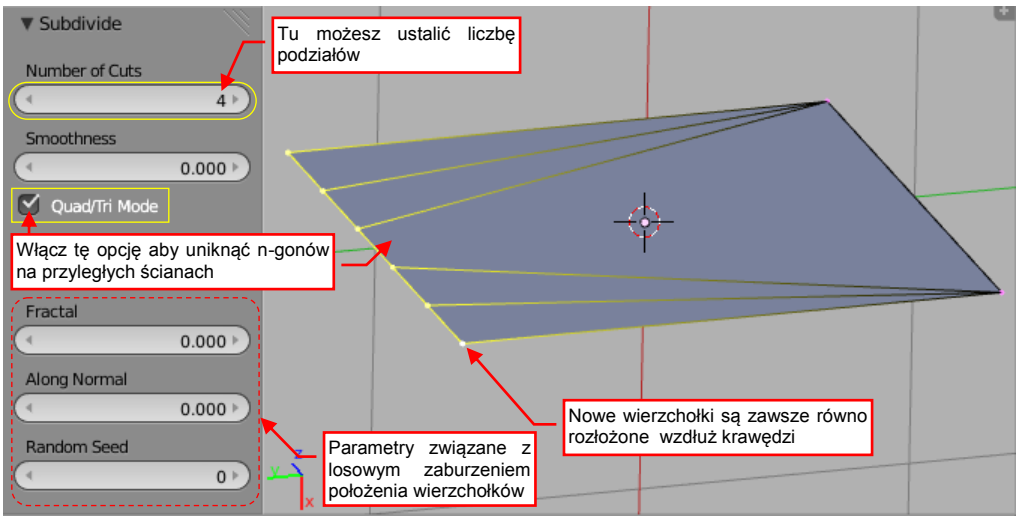

Rysunek 6.12.2 Paramery polecenia *Subdivide*
Gdy otworzysz przybornik *Toolshelf* (T) lub naciśniesz F6, zobaczysz parametry tego polecenia (Rysunek 6.12.2):
Paramter ***Number of Cuts*** steruje liczbą podziałów. To opcja szczególnie użyteczna dla liczb parzystych, których nie możesz uzyskać w wyniku kolejnych wywołań polecenia. Subdivide zazwyczaj zmienia przyległe ściany w n-gony, chyba że włączysz ***Quad/Tri Mode***. Ta opcja zmusza Blendera do podziału przyległych ścian siatki na kwadraty i czworokąty (Rysunek 6.12.2).